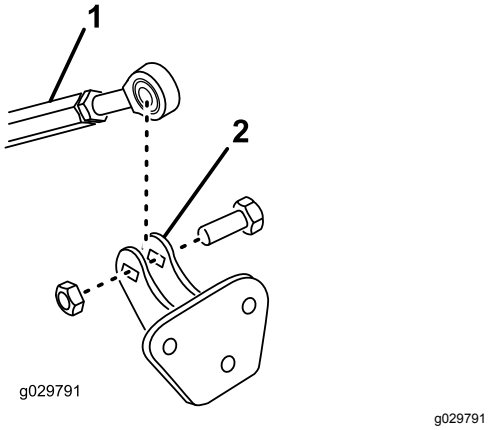

Rysunek 10
5. Przymocuj koniec od strony tłoczyska łącznika gwintowanego do zespołu wspornika łącznika przy pomocy śruby (½ x 1½ cala) i nakrętki zabezpieczającej (½ cala) w sposób podany na Rysunek 10.